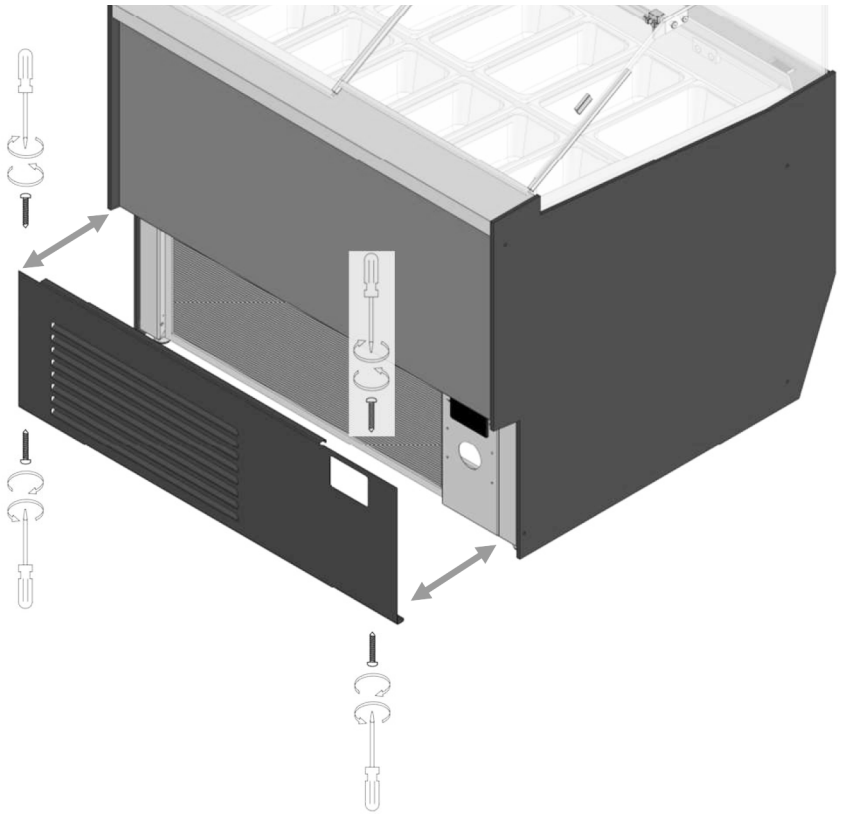

fig. 19
- Pour accéder aux parties internes de l'équipement et effectuer un nettoyage adéquat, il est possible d'enlever la couverture avant en retirant les vis de fixation situées sur la partie supérieure et inférieure de la couverture (fig. 19).